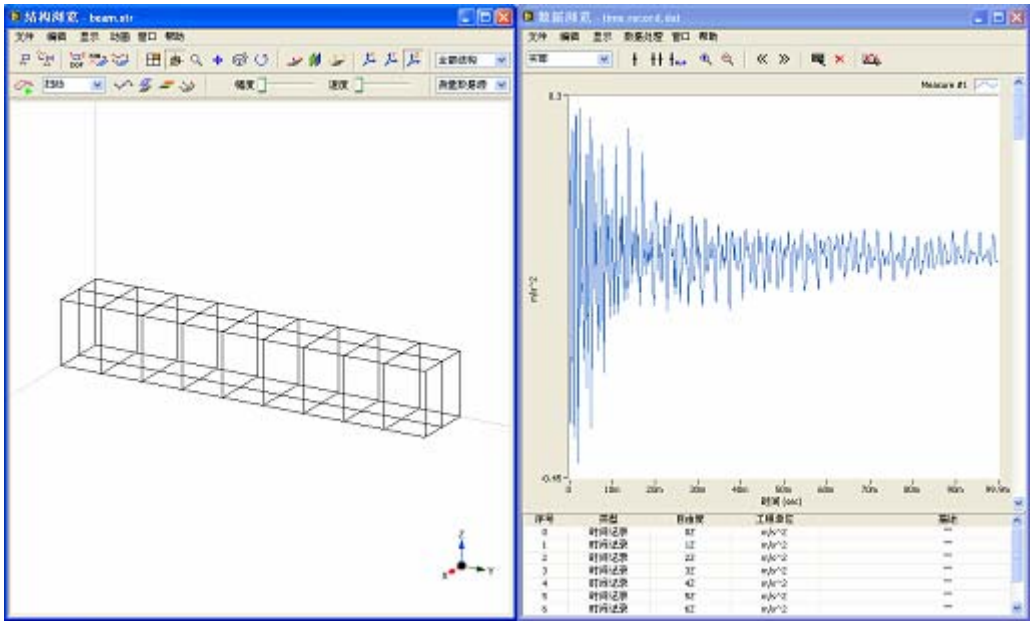

图 4-2 时间 ODS 动画显示
- 执行菜单命令**文件 | 载入…**，在结构模型文件列表中选择 beam 文件。模态结构被显示在窗体中。如图 4-2 所示。
- 执行菜单命令**文件 | 载入…**，在数据文件列表中选择 time record 文件。有 8 条测量数据的时间记录被显示在窗体中。如图 4-2 所示。